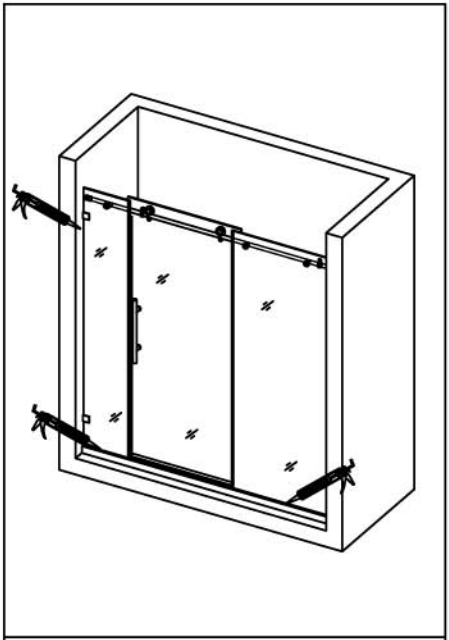

Figure 9
*See **Figure 9** for details.*